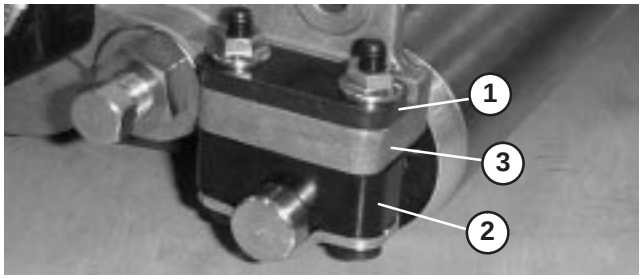

Figure 10
1. Adjust rear roller brackets (Figs. 10 and 11) to low or high position depending on desired height of cut range.
- Position the spacer above the sideplate mounting flange (factory setting) when height of cut settings range from 1/16 to 1/4” (Fig. 10).